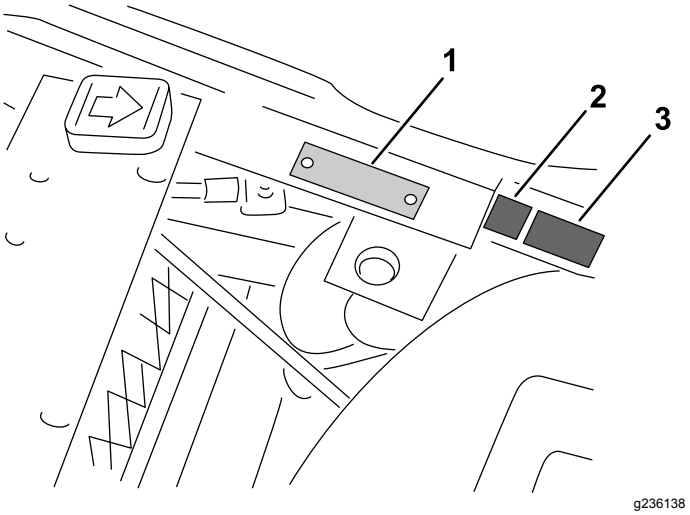

Figuur 13
- Breng de sticker met de CE-markering en de sticker met het productiejaar dicht bij het plaatje met het serienummer op de voetsteun aan (Figuur 13).